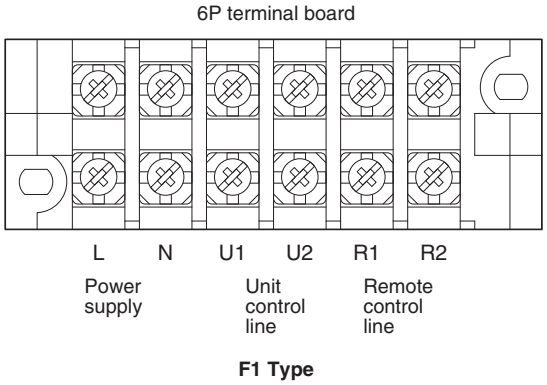

Fig. 4-2
(1) Refer to Section 4-2. “Recommended Wire Length and Wire Diameter for Power Supply System” for the explanation of “B”, “C”, “D” and “E” in the above diagram.
(2) The basic connection diagram of the indoor unit shows the terminal boards, so the terminal boards in your equipment may differ from the diagram. (Fig. 4-2)
(3) Refrigerant Circuit (R.C.) address should be set before turning the power on.
(4) Regarding R.C. address setting, refer to the installation instructions supplied with the remote controller unit (Optional). Auto address setting can be executed by remote controller automatically. Refer to the installation instructions supplied with the remote controller unit (optional).